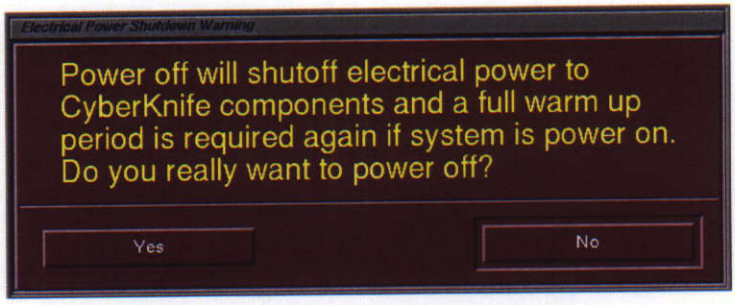

**Figure 2 Power Shutdown Warning**
**Step 2.** Click the **POWER OFF** button. The Electrical Power Shutdown Warning window (*Figure 2 Power Shutdown Warning, page 2*) appears with a message that requests you to confirm the intent to shut off electrical power to the manipulator, Linac and its subsystems and the diagnostic X-ray power supplies.